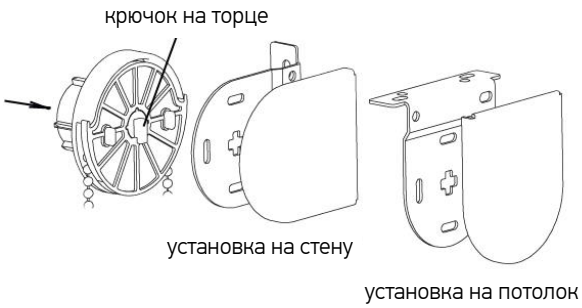

Рис. 4. Установка изделия в кронштейны
4. Установить фиксатор (1) на один конец троса (2) и закрутить винт. Вставить свободный конец троса в паз ронштейна для боковой фиксации и продеть его до конца. Повторить операцию со вторым тросом.
5. Продеть тросы через крышки (3) в рейке нижней с двух сторон.
- при монтаже на стену разметить предполагаемые места установки опор-кронштейнов (6) для боковой фиксации;
- при монтаже на пол/потолок разметить предполагаемые места установки опор (5) для боковой фиксации.
9. Вставить фиксаторы в крышки опор (4), крышки опор вставить в опоры.
10. Вставить трубу в кронштейн со стороны управления таким образом, чтобы крючок на торце был направлен вертикально вниз (Рис.4). Вставить изделие во второй кронштейн с другой стороны. Для модели ДЕНЬ-НОЧЬ сначала устанавливать дальнее изделие, затем ближнее.